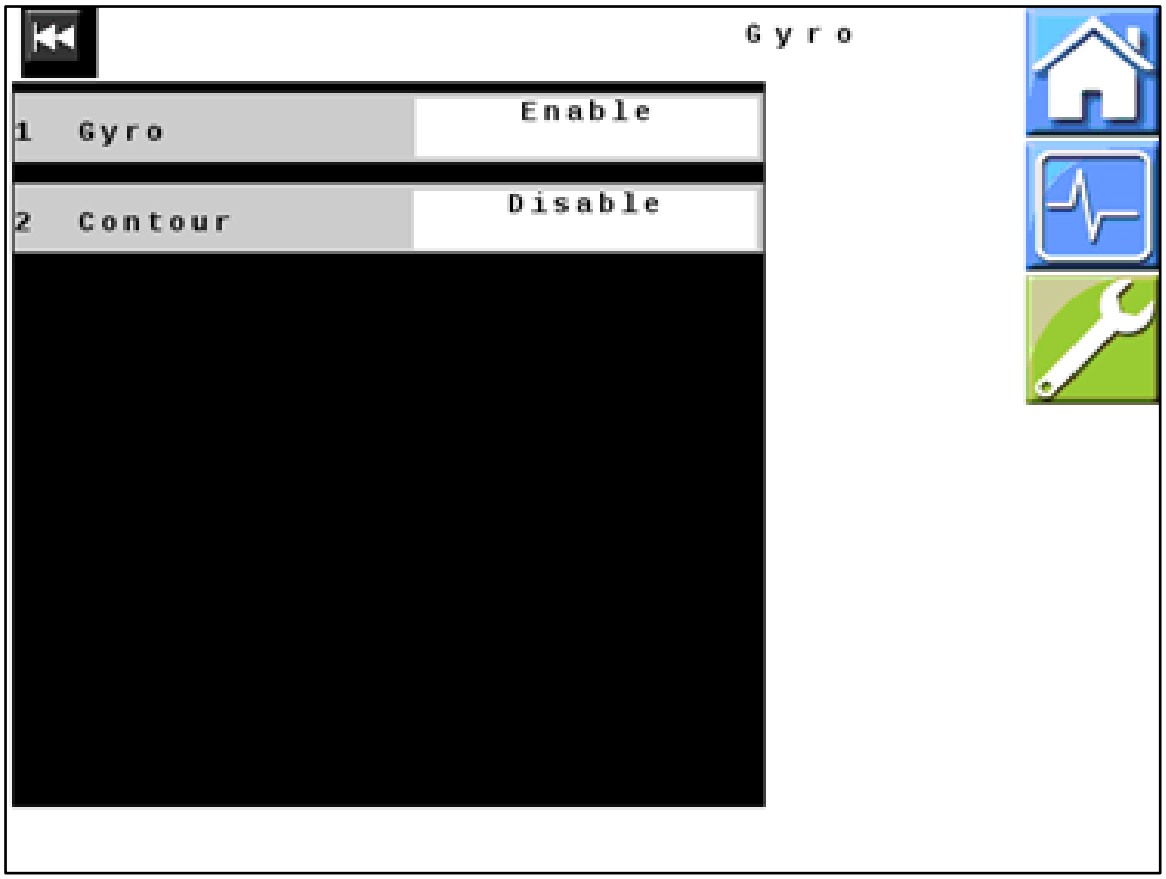

Figure 28 — Gyro
52. *Figure 28*: Verify that all values displayed on your unit match those shown here. Change values if necessary.